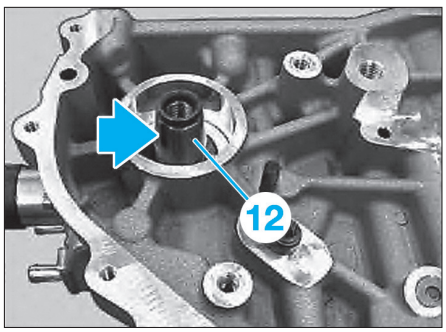

Fig. 14
• Contrôler l'état de la gorge (flèche) sur la pompe haute pression (12) **(Fig.14)**